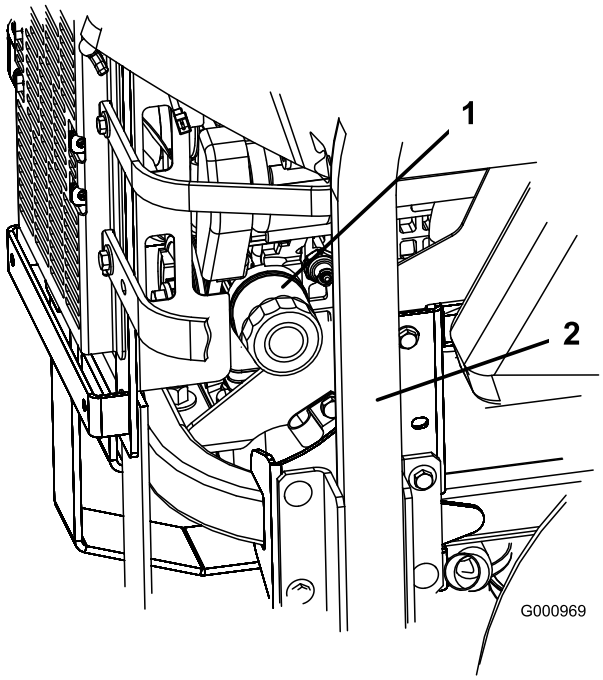
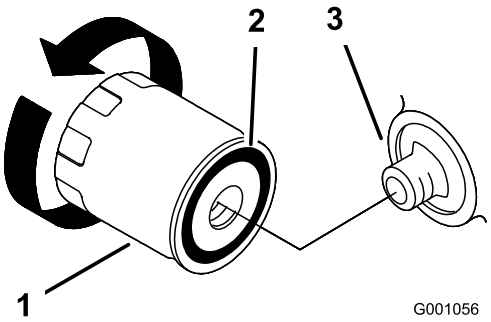

Rysunek 52
Rysunek 53
2. Obróć filtr w lewo, aby go zdemontować (Rysunek 52 i Rysunek 53).